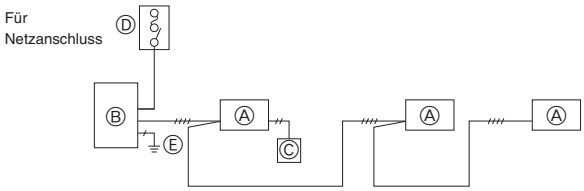

Fig. 7-1
7.1. Vorsichtsmaßregeln (Fig. 7-1)